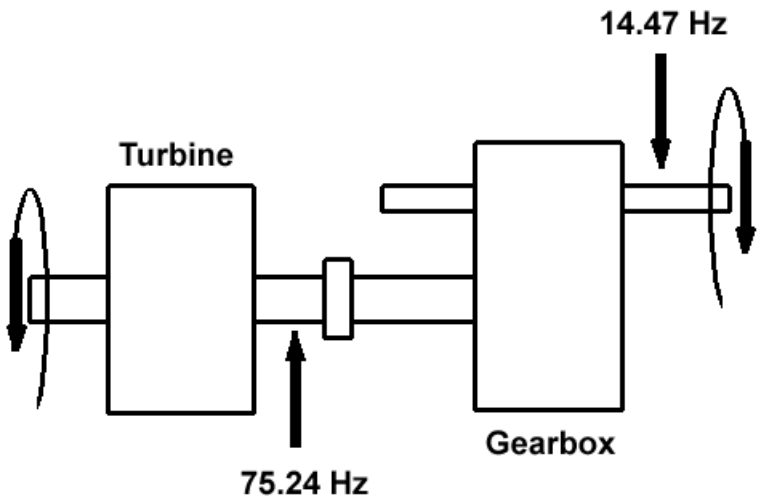

Figure 10
- The turbine illustrated in Figure 10 drives an entire paper machine including the peripheral equipment.